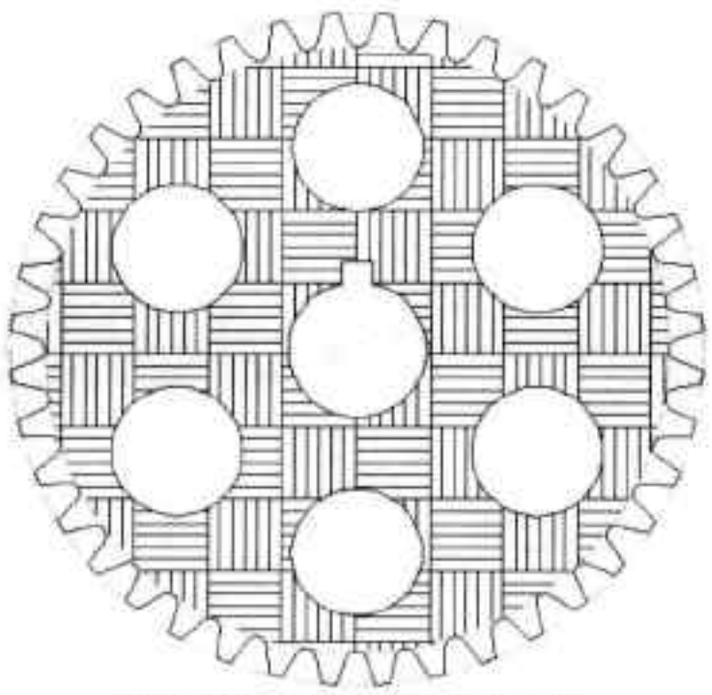

图6-63 设置图案填充比例
Step 03 按回车键，完成图案填充。选中填充图案，执行“特性 > 填充图案比例”命令，设置图案比例，这里输入 0.07，此时填充的图案已发生变化，其结果如图 6-63 所示。